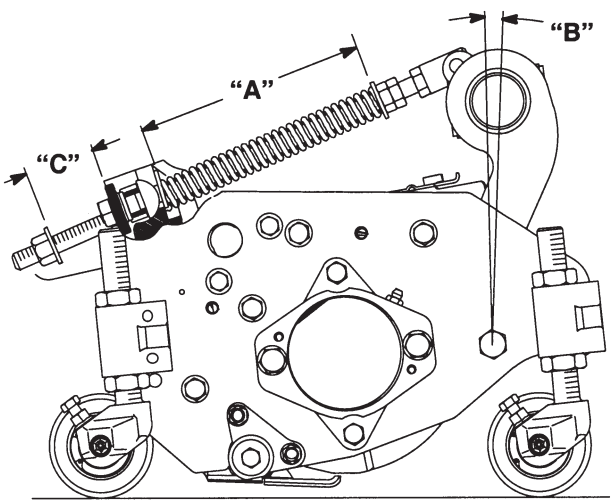

Afbeelding 2
De gazoncompensatieveer (Afb. 2), die het draagframe met de maai-eenheid verbindt, zorgt voor de beschikbare rotatie voor-achter, en de hoeveelheid vrije ruimte tot de bodem tijdens transport en in bochten.
1. Haal de borgmoer aan op de achterzijde van de veerstang totdat de opening (C) tussen de achterzijde van de veerbeugel en de voorzijde van de volgring ½" (26 mm) is (Afb. 2).
2. Haal de zeskantige moeren aan de voorzijde van de veerstang aan totdat de samengedrukte lengte (A) van de veer 8" (203 mm) is (Afb. 2).
NB: Wanneer u grof of dicht gras maait vergroot u de samengedrukte lengte (A) van de veer tot B=½" (216 mm) en de opening (C) tussen de achterzijde van de veerbeugel en de voorzijde van de volgring tot 39 mm (Afb. 2).